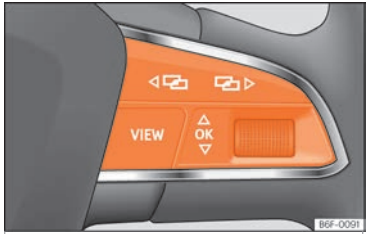

Abb. 80 Rechte Seite des Multifunktionslenkrads: Bedienelemente für die Menüs und Informationsanzeigen im Kombi-Instrument.
Solange eine Warnung der Priorität 1 vorliegt, ››› **Seite 80**, kann auf kein Menü zugegriffen werden. Einige Warnmeldungen können bestätigt und ausgeblendet werden über die Taste OK am Multifunktionslenkrad ››› **Abb. 80**.
- Falls eine Meldung oder das Fahrzeug-Piktogramm angezeigt wird, drücken Sie die Taste OK ››› **Abb. 80**; ggf. mehrere Male.
- Zum Menüwechsel verwenden Sie die Tasten ◁ oder ▷ ››› **Abb. 80**.
• Um das Menü oder die Informationsanzeige aufzurufen, die angezeigt wird, drücken Sie die Taste OK ››› Abb. 80 oder warten Sie einige Sekunden lang bis das Menü oder die Informationsanzeige automatisch geöffnet werden.
• Im angezeigten Menü, drehen Sie das rechte Rädchen am Multifunktionslenkrad ››› Abb. 80 bis der gewünschte Menüpunkt markiert ist. Der Menüpunkt wird umrahmt dargestellt.
• Drücken Sie die Taste OK ››› Abb. 80, um die gewünschten Änderungen vorzunehmen. Eine Markierung zeigt an, dass die entsprechende Funktion bzw. das System aktiviert sind.
Drücken Sie die Taste ◁ oder ▷ ››› Abb. 80.